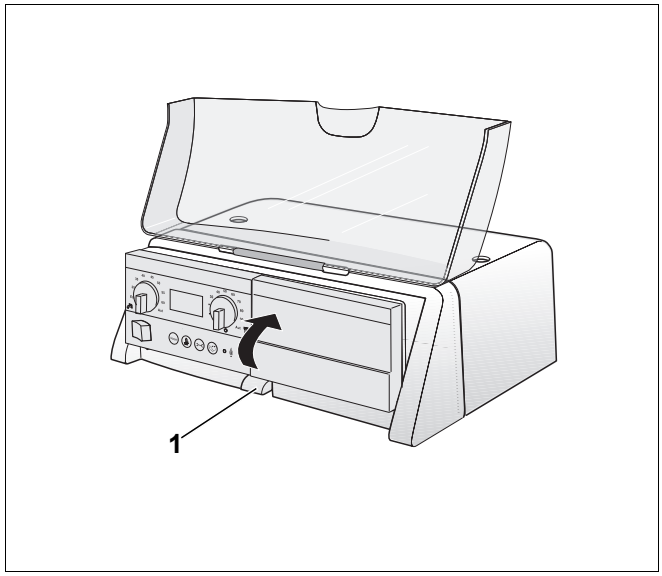

Рис. 11 Установка панели главного регулятора
- Нажать вниз средние крюки (рис. 11, **поз. 1**) на креплении главного регулятора.